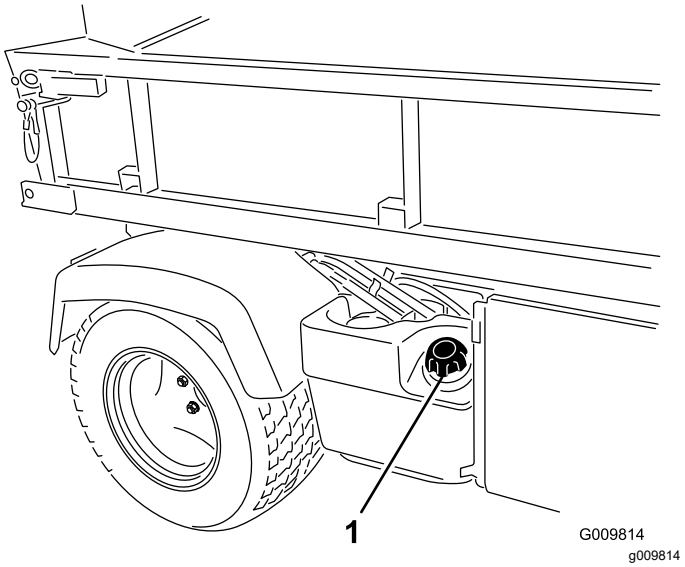

Figura 14
2. Retire a tampa do depósito de combustível (Figura 14).